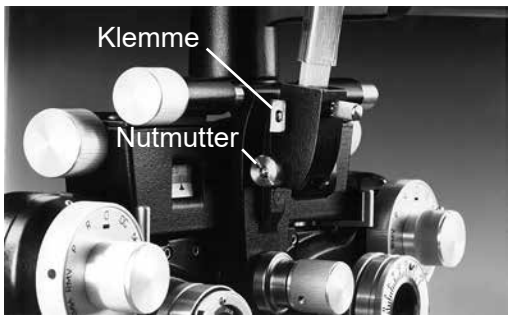

Abbildung MM-3 Kreuzzylinder-Linsenanordnung
2. Ziehen Sie mit dem zweiten Schraubendreher die andere Mutter fest an. Siehe Abbildung MM-3.